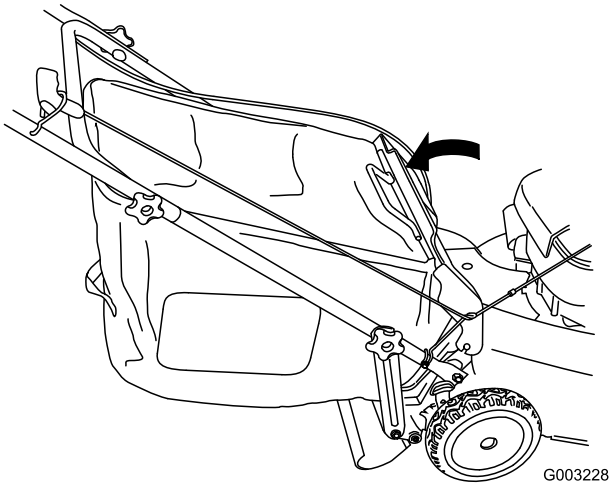

Figur 25
5. Sänk ned den bakre luckan (Figur 25).